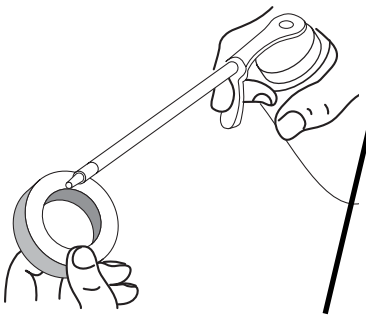

Fig. 24
4. Appliquez suffisamment d'huile propre SAE 30 pour enduire légèrement le filtre (Fig. 24).